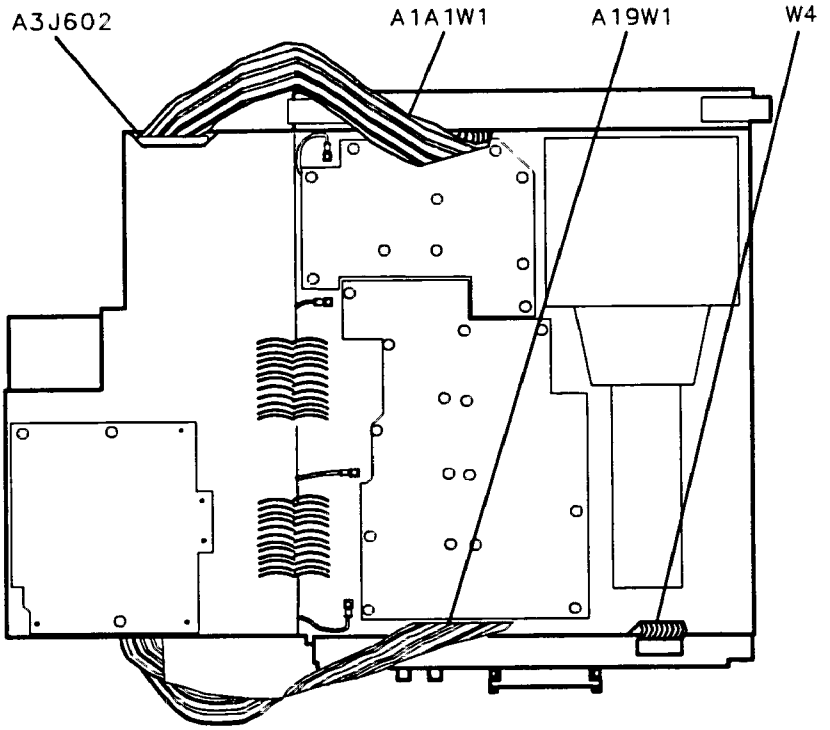

Figure 3-11. HP-IB and A1A1 W1 Cable Placement
9. Fold the A2 and A3 assemblies together as a unit into the analyzer. Be sure to fold HP-IB cable A19W1 between the A3 and A4 assemblies, using the two sets of hook and loop fasteners. See Figure 3-11.
10. Fold ribbon cable A1A1W1 between A3 and A4 assemblies. Take care to dress the protective tubing as close to A3J602 connector as possible, so that the tubing does not fold with the cable.See Figure 3-11.